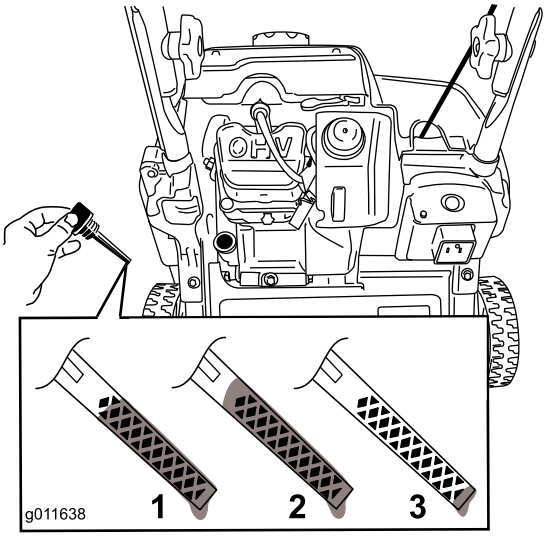

**Rysunek 13**
3. Wyczyść obszar wokół korka wlewu oleju (Rysunek 13).
8. Aby ustalić prawidłowy poziom oleju na wskaźniku, patrz Rysunek 13.